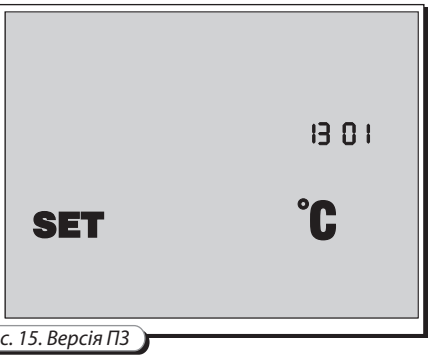

Рис. 15. Версія ПЗ
- Натисніть кнопку для відображення на дисплеї панелі керування коду плати контролера та коду версії програмного забезпечення (рис. 15).